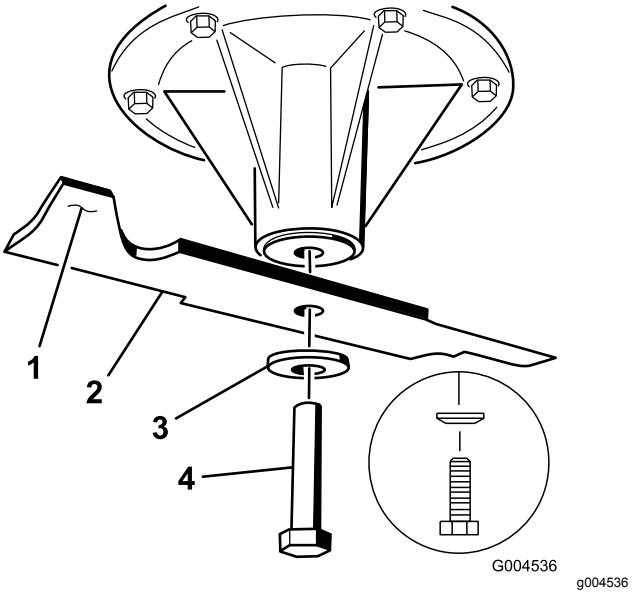
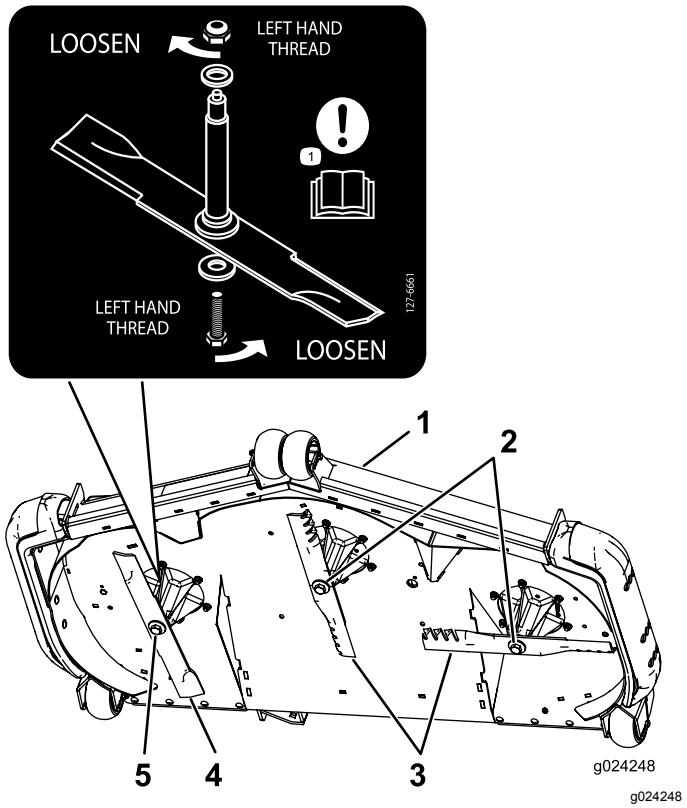

Figur 95
Figur 96
Vigtigt: **Den højre skærekniv på dette plæneklipperskjold er modsat roterende og bruger en knivbolt med venstregevind. Brug Figur 96 for at se den korrekte placering af skæreknivene.**
1. Monter de venstre og midterste skæreknive, de buede skiver og knivboltene på spindelakslerne (Figur 95 og Figur 96).
Bemærk: Monter den buede skives konus mod boltens hoved (Figur 95).
2. Monter den højre skærekniv, den buede skive og knivbolten (bolt med venstregevind) på spindelakslen (Figur 95 og Figur 96).